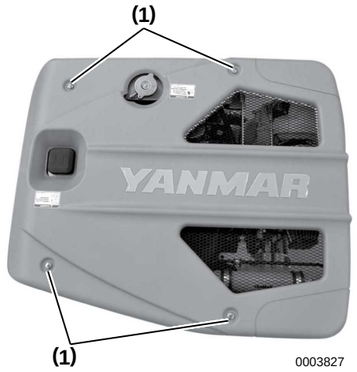

*Figure 10*
1. Turn screws **(Figure 10, (1))** one-quarter turn to loosen.